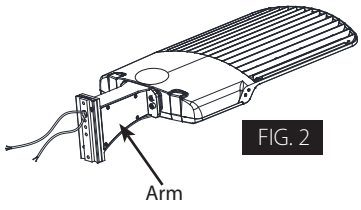

FIG. 2
4. Replace the **Arm Cover** and secure with **Screws** as shown in Fig. 2.